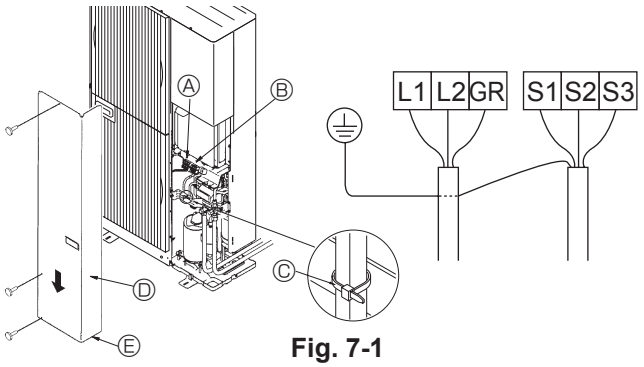
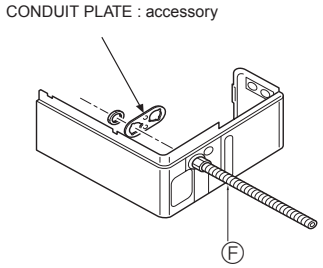

Fig. 7-1
Fig. 7-2
7.1. Outdoor unit (Fig. 7-1) (Fig. 7-2)
① Remove the service panel.
② Wire the cables referring to the Fig. 7-1.
③ Conduit mounting plates (ø22 mm [7/8”]) are being provided. Pass the power supply and signal wires through the appropriate knock-out holes, then remove the knock-out piece from the bottom of the terminal box and connect the wires. (Fig. 7-2)
④ Fix power source wiring to terminal box by using buffer bushing for tensile force (PG connection or the like).